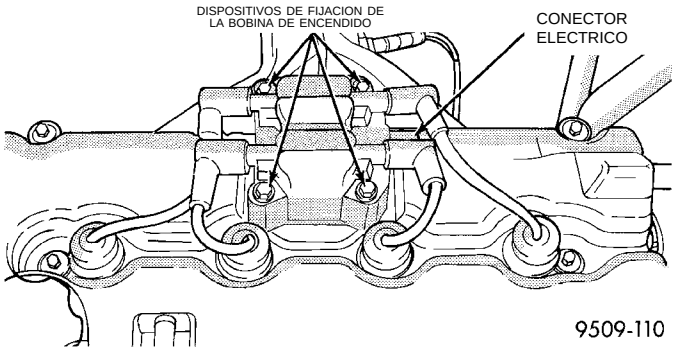

Fig. 20 Conjunto de bobina de encendido
(1) Retire el conjunto de la bobina de encendido (Fig. 20).